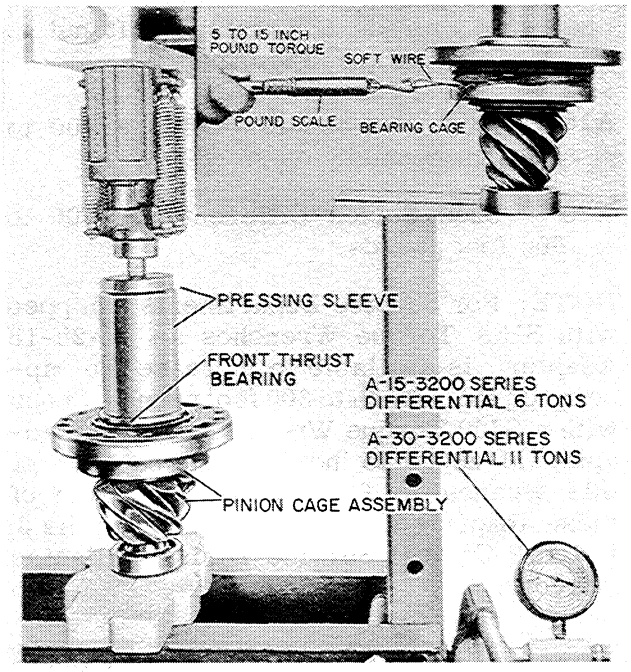

Figure T-55
5. Press the front bearing down against the spacer. Rotate the cage several times to make sure the bearing is squarely seated to insure full contact, Figure T-55.
6. While in the press under pressure, check the bearing pre-load torque, Figure T-55.
7. Wrap a soft wire around the bearing cage and pull on a horizontal line with a pound scale, Figure T-55.